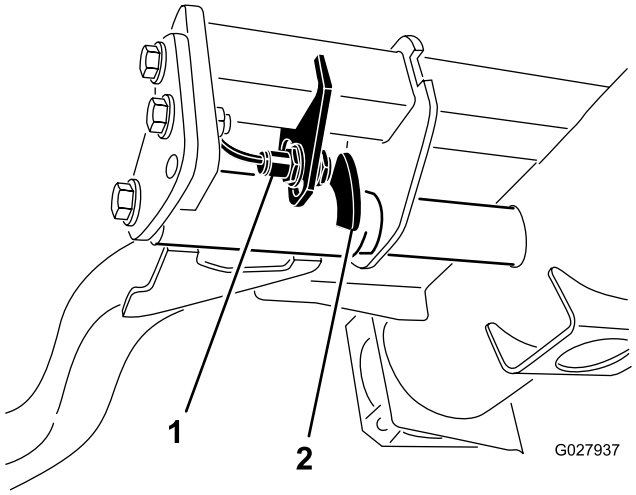

Figur 34
2. Løftearmsafbryderen er placeret under hydrauliktanken bag løftearmen forrest til højre (Figur 34).
3. Løsn afbryderens monteringsskruer (Figur 34), og flyt afbryderen ned for at forøge løftearmens drejehøjde eller flyt afbryderen op for at mindske løftearmens drejehøjde. Tilspænd monteringsskruerne.